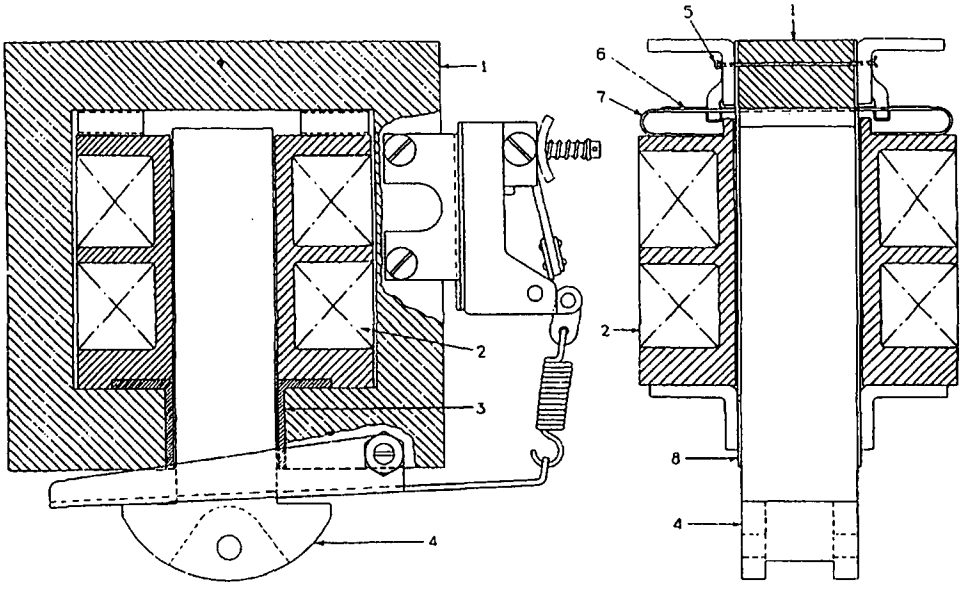

Fig. 7. IC9503-211E solenoid with cutout switch
To assemble, invert the solenoid and locate insulation pieces (6) and springs (7) as shown in Fig. 7. Place the coil on top of the springs and assemble the angle guides (3) and plunger guides (8). Fasten with cotter key (5).